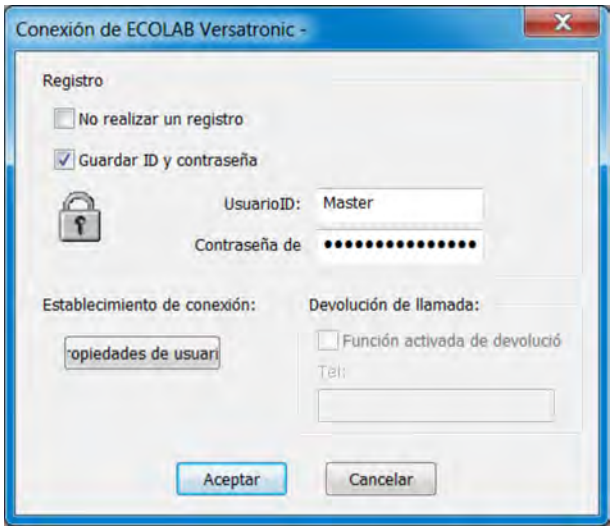

Fig. 114: Ajustes de inicio de sesión
2. Efectúe los ajustes de inicio de sesión y haga clic en «Propiedades» (véase Fig. 114).